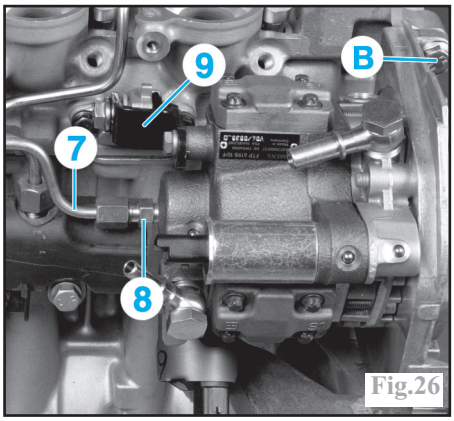
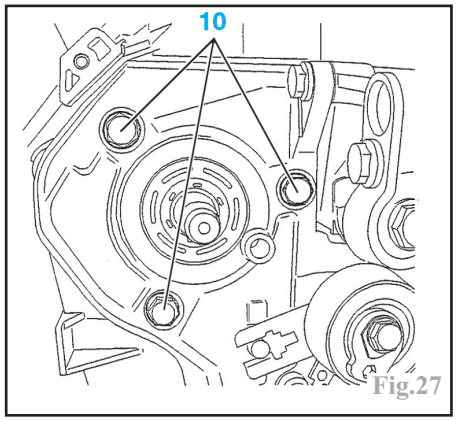

Fig.26
Fig.27
Déposer la canalisation haute pression (7) reliant la pompe haute pression à la rampe haute pression en appliquant un contre-couple sur l'écrou (8) de la pompe haute pression (Fig.26).
Déposer les 3 fixations avant (10) (Fig.27), avec le support arrière (9) (Fig.26) de la pompe puis la dégager.